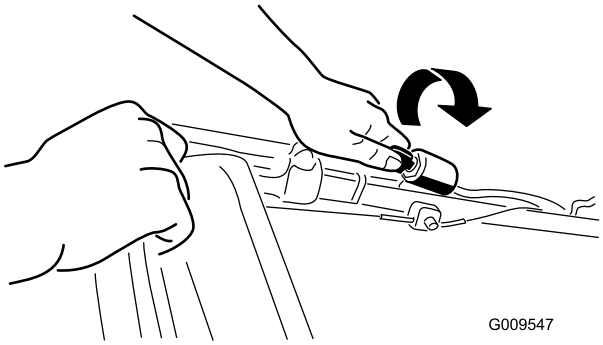
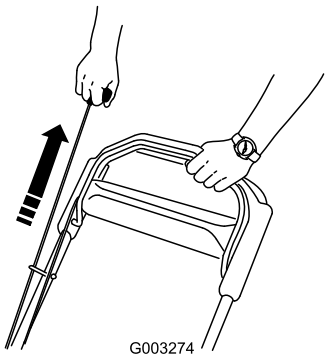

Figur 14
Figur 15
2. Vrid tändningsnyckeln (Figur 14) eller dra i startsnöret (Figur 15).
Obs: Dra lätt i starthandtaget tills du känner motstånd och dra sedan kraftigt (Figur 15). Låt snöret sakta gå tillbaka till handtaget.